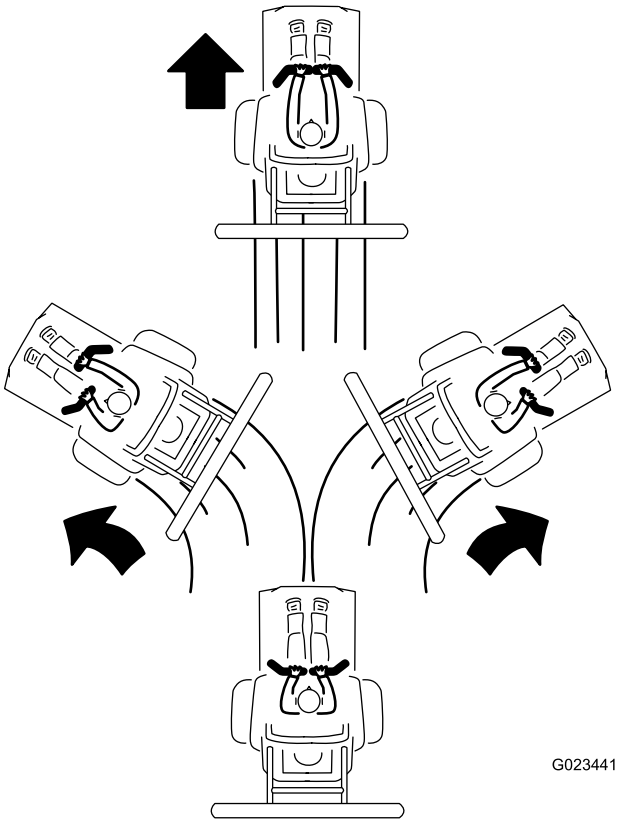

Figur 25
3. Kör framåt genom att försiktigt föra reglerhandtagen framåt (Figur 25).